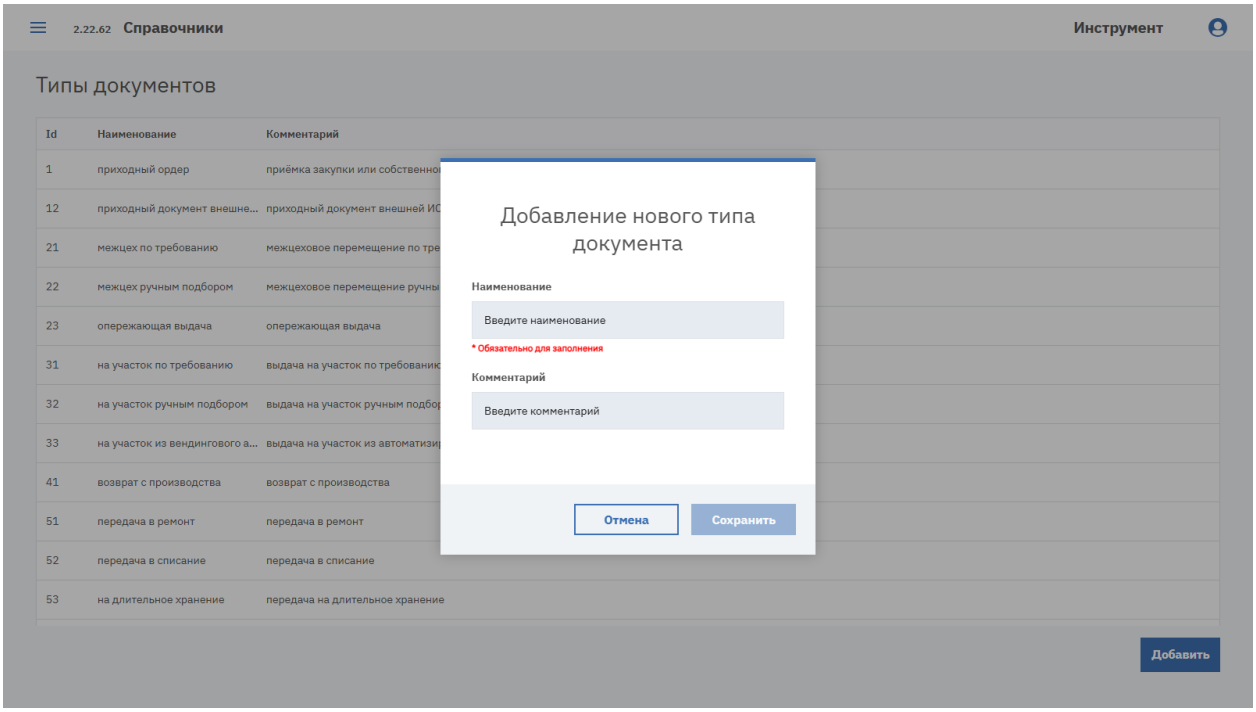

Рисунок 83. Окно «Добавление нового типа документа»
1. Нажмите кнопку «Добавить». Откроется окно «Добавление нового типа документа» (см. Рисунок 83).